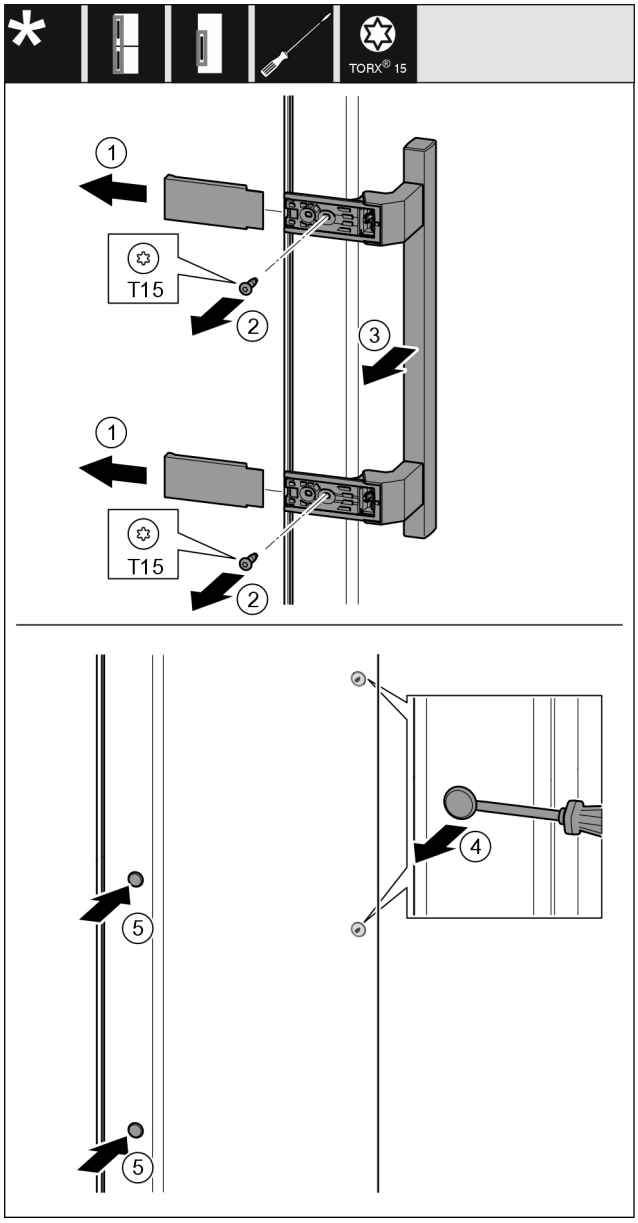

Fig. 19
- ▶ Retirer le cache *Fig. 19 (1)*.
- ▶ Retirer les vis *Fig. 19 (2)* avec un tournevis.
- ▶ Retirer la poignée *Fig. 19 (3)*.
- ▶ Soulever et retirer avec précaution le cache latéral *Fig. 19 (4)* avec un tournevis plat.
- ▶ Replacer le cache *Fig. 19 (5)* de l'autre côté.